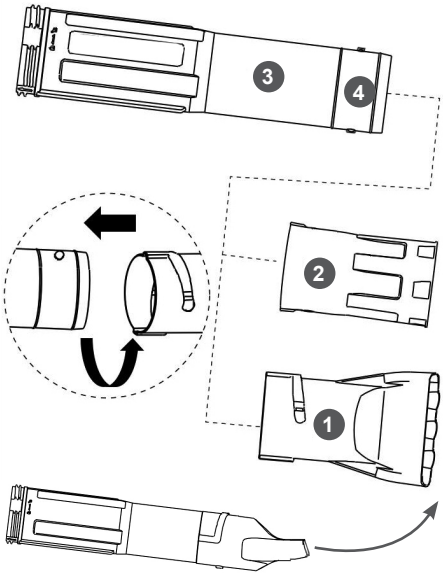

Рис. 6. Установка насадки на трубу напорную
4. Установите подходящую для выполнения работ насадку (например, 1 или 2) и установите ее на трубу 3 (Рис. 6). Совместите выступы 4 на трубе с выступами на насадке 1, плотно прижмите и поверните. Или установите насадку 2, совместив выступы насадки с выступами 4 на трубе 3 и плотно прижмите, чтобы выступы вошли в пазы.
После установки плоской насадки 1 воздух должен направляться вверх (Рис. 6).